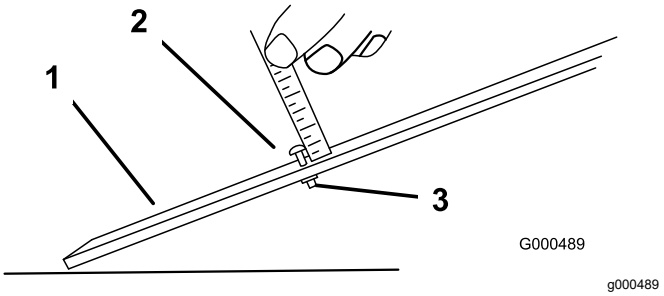

图 13
1. 松开调刀尺上的螺母并将调节螺栓设定为所需的剪草高度图 13。